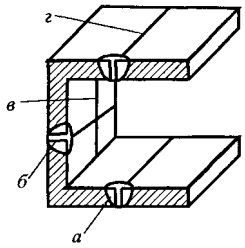

Рисунок 14.1 - Виды сварных швов
2. По размещению сварного шва в пространстве (рисунок 14.1): ***а***— нижний шов; ***б*** — горизонтальный шов; ***в*** — вертикальный шов; ***г*** — потолочный шов. При всех других равных условиях нижний шов является самым прочным. Наименьшую прочность имеет потолочный.